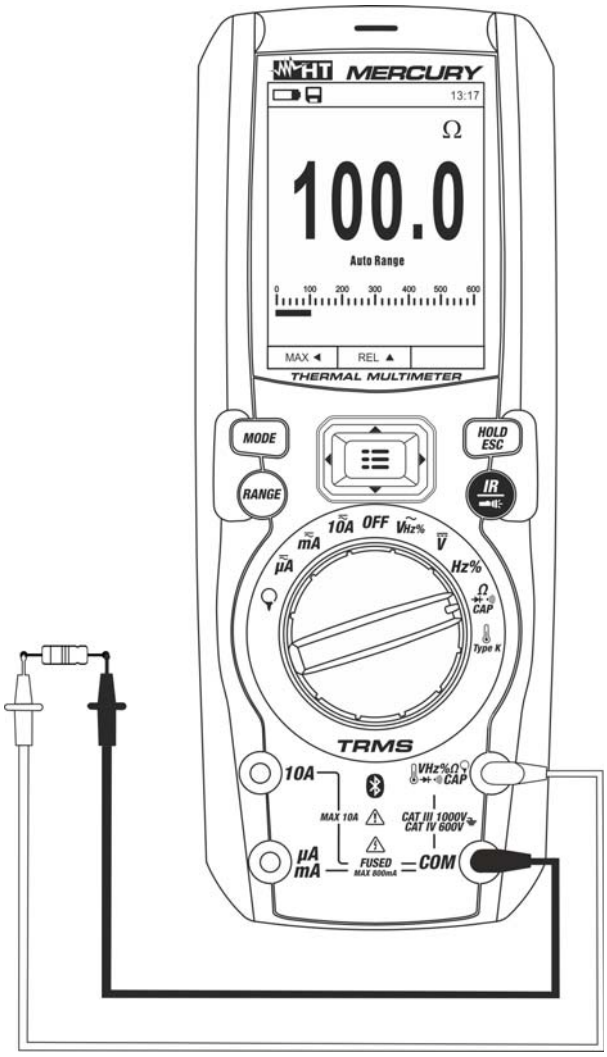

Fig. 24: Uso dello strumento per misura di Resistenza e Test Continuità
3. Posizionare i puntali nei punti desiderati del circuito in esame (vedere Fig. 24). Il valore della resistenza è visualizzato a display